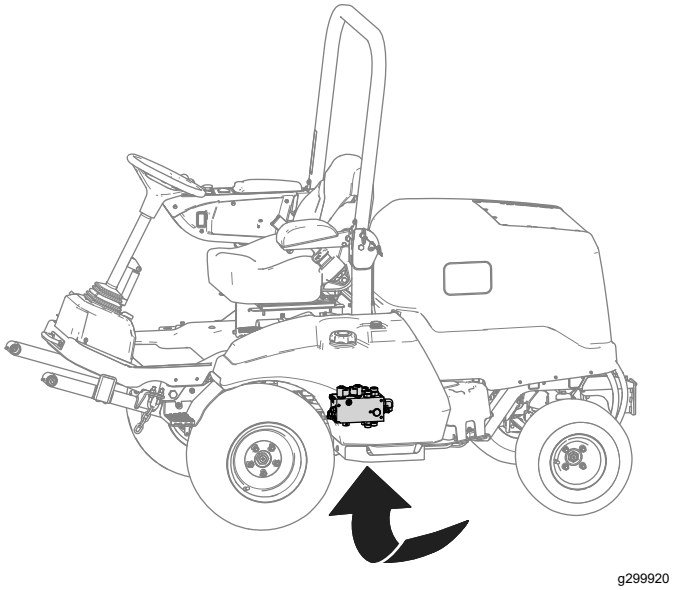

Bild 8
A. Stellen Sie eine Auffangwanne unter den Hydraulikverteiler (in Bild 8 dargestellt).